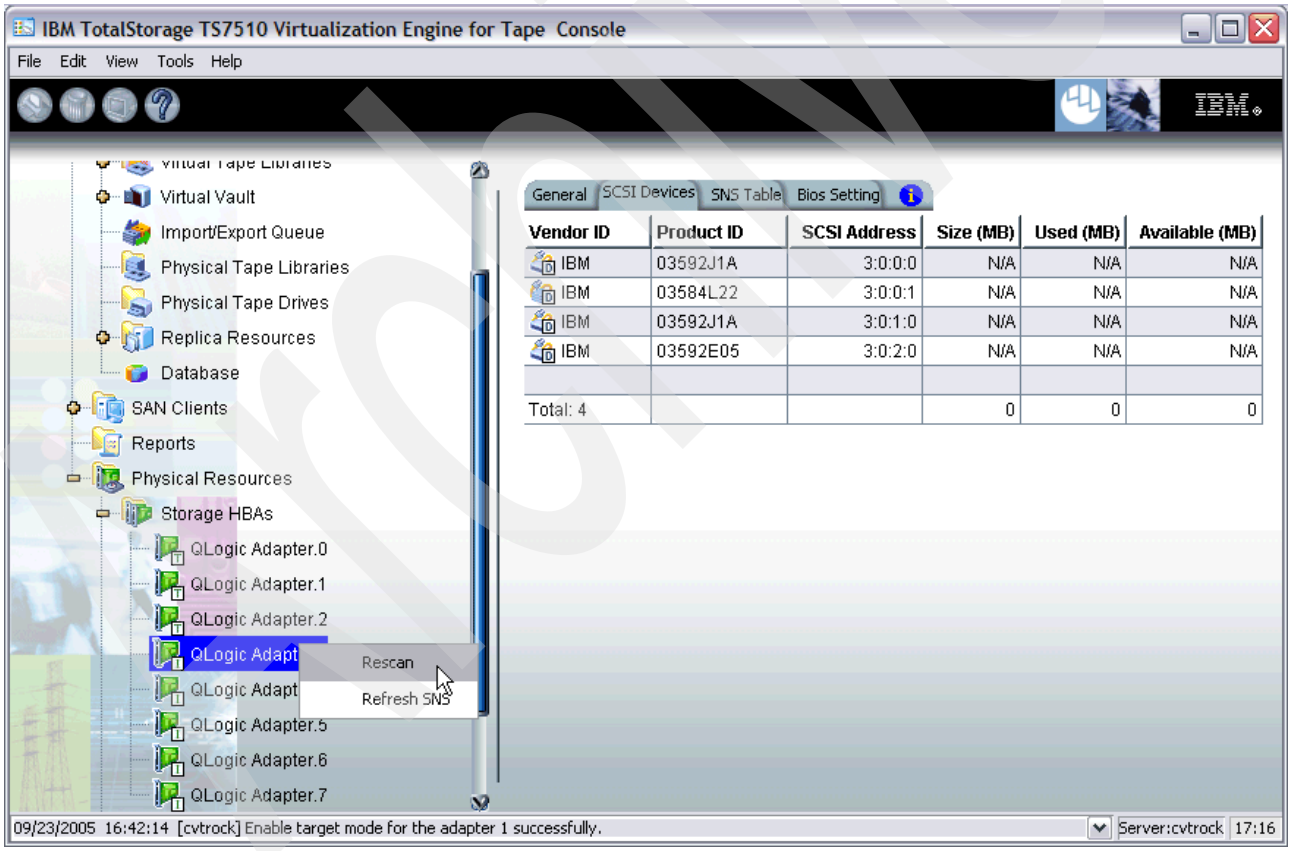

Figure 4-13 Selecting Rescan for the Fibre Channel
1. As shown in the left navigation pane in Figure 4-13, right-click the **FC HBA** where the tape library is connected and select **Rescan**.
In our example, shown in Figure 4-13, you can see one IBM 3584-L22, two 3592-J1A Tape Drives, and one 3592-E05. We are not using the Model E05 in our example, because it is